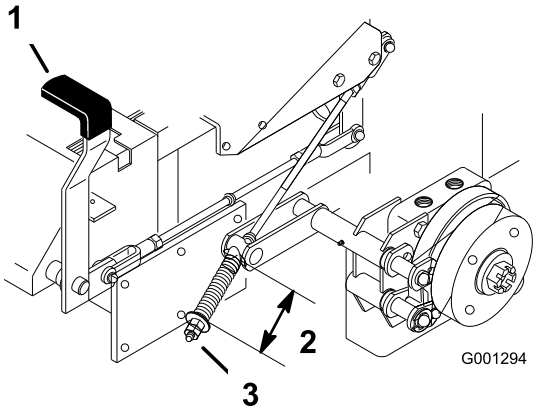

**Figur 69**
2. Mät fjäderns längd. Avståndet mellan brickorna ska vara 64 mm (Figur 69).
3. Frigör parkeringsbromsen om en justering krävs, och lossa sedan kontramuttern under fjädern och justera muttern direkt under fjädern (Figur 69). Vrid muttern tills korrekt mått uppnås. Vrid muttern medsols för att förkorta fjäderlängden och vrid motsols för att förlänga fjädern.